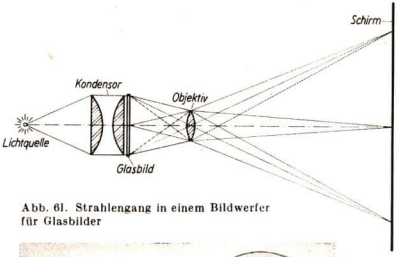

Abb. 61. Strahlengang in einem Bildwerfer für Glasbilder
Wir wollen an Hand von Abb. 61 seinen Aufbau und die Wirkung seiner Teile näher betrachten.
1. Bezeichne genau die Strecken der Abb. 61, die die Gegenstandsweite und die Bildweite darstellen!